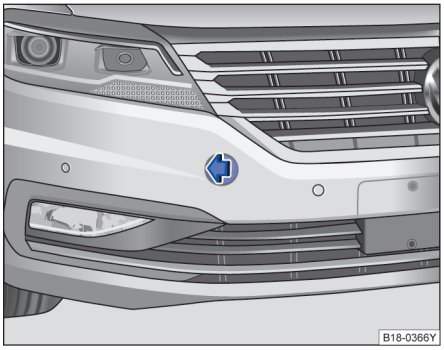

图 172 在保险杠的右前部：拆卸盖板
- 按压盖板的左侧区域⇒图 172（箭头），松开盖板的卡扣。